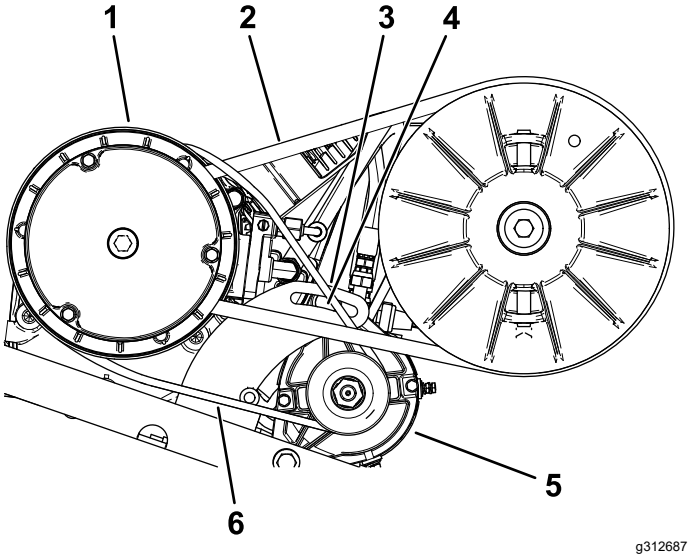

**Figur 67**
2. Løsn startgeneratorens drejemøtrik (Figur 67).
4. Tryk løftestangen nedad for at dreje starteren ned i åbningen, indtil remmen kun giver en afbøjning på 6,4 mm ved en kraft på 44 Nm (Figur 67).
5. Tilspænd drejemøtrikken med håndkraft, og afmonter løftestangen (Figur 67).